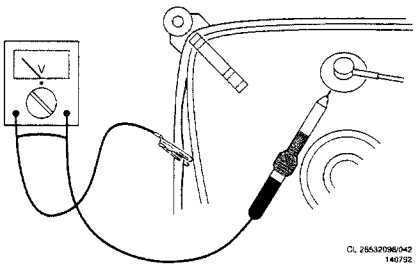

Abb. 3.1
1. Um beschädigungen von ICs und Transistoren zu verhüten, muß jeder Hochspannungsüberschlag vermieden werden. Um eine Beschädigung der Bildröhre zu verhüten, muß zur Entladung der Bildröhre das in Abb. 3.1 angegebene Verfahren angewendet werden. Benutzen Sie einen Hochspannungstaster und ein Universal-Meßinstrument (Einstellung DC-V). Die Entladung muß erfolgen, bis der Zeigerausschlag des Instruments 0 V beträgt (nach ca. 30 s).